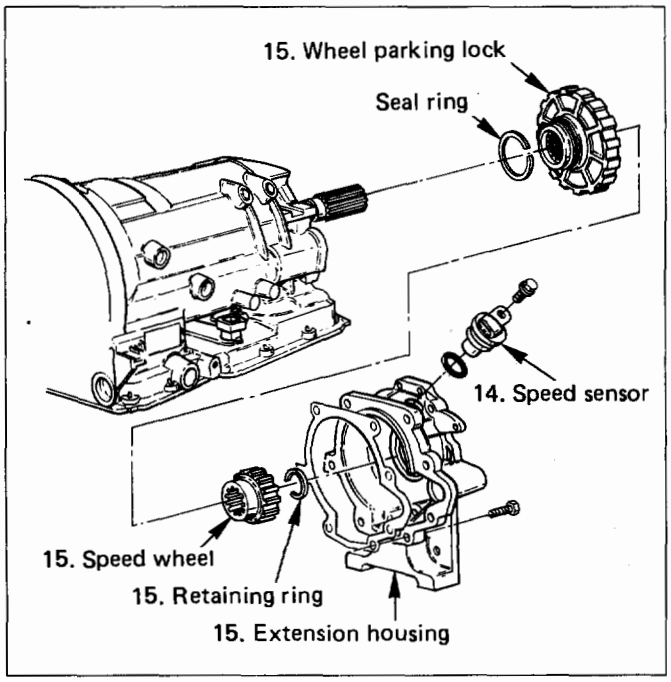

Fig. 7A-33
16. Converter housing and oil pump assembly (Fig. 7A-34)